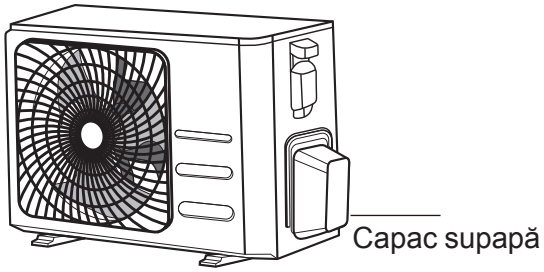

Fig. 5.9
1. Deșurubați capacul supapei ceva din lateralul unității exterioare (consultați **Fig. 5.9**).